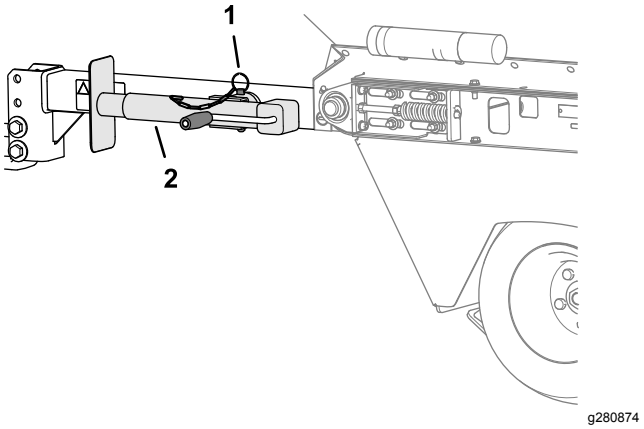

Rysunek 12
4. Obróć podnośnik poziomo (Rysunek 12).
5. Przymocuj podporę do rury montażowej za pomocą sworznia (Rysunek 12).